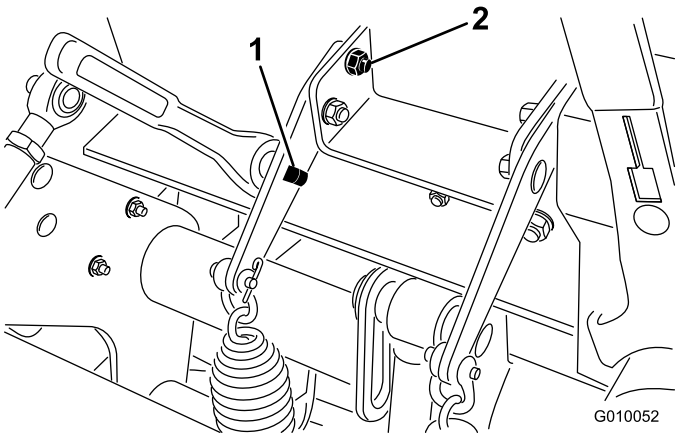

**Figur 37**
2. Sæt en skraldenøgle på 1/2 tomme eller et ledhåndtag ind i det firkantede hul i fjederpladen (Figur 37).